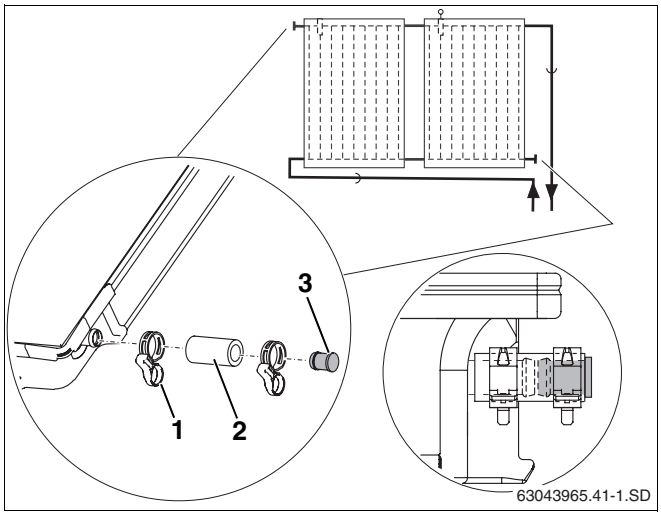

Rys. 40 Montaż zaślepki i zaciskowej opaski sprężynującej
- Węże instalacji solarnej długości 55 mm (rys. 40, **poz. 2**) z włożonymi zaślepkami nałożyć na oba otwarte przyłącza pola kolektora.